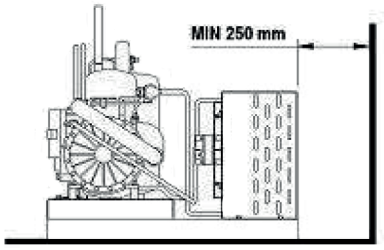

fig. 9
- Le condenseur doit être éloigné d'au moins 250 mm de tout mur (Fig. 9).